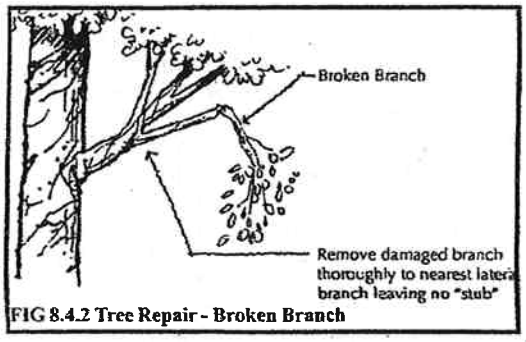

FIG 8.4.2 Tree Repair - Broken Branch
8.4.2 Limbs or branches damaged by construction operations shall be removed. Clean cuts with sharp pruning tools are to be made at the nearest lateral branch or flush with the trunk for major limbs. (See Figure 8.4.2.)